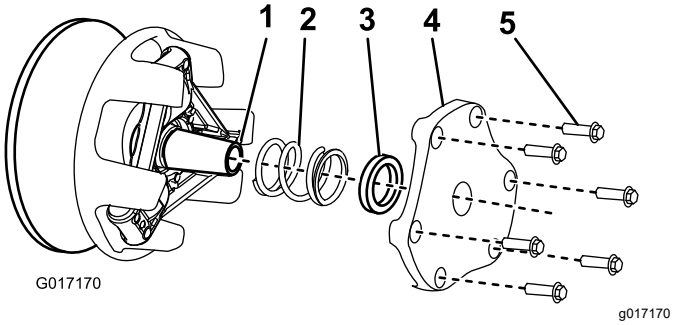

Figur 54
4. Lägg kåpan, distansbrickan och fjädern åt sidan (Figur 54).